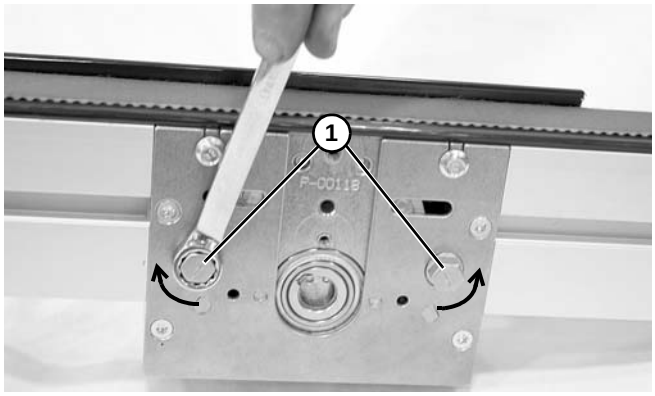

Figure 8
4. Rotate the tensioner cams **(Figure 8, item 1)** in the direction indicated to tension belt.